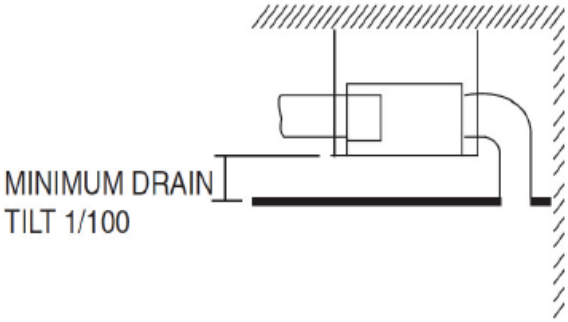

Fig. 9 —False Ceiling Installation
- There should be enough room within the false ceiling for installation and maintenance. See Fig. 9 and 10.